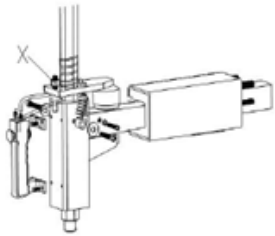

Fig. 12
Nota: Si el Brazo Vertical no se bloquea o no cumple el requisito de 2-3 mm de distancia entre la parte inferior del Cabezal de montaje/desmontaje y la llanta, ajuste la Placa de Bloqueo Hexagonal (X), como se indica en la Fig. 12.